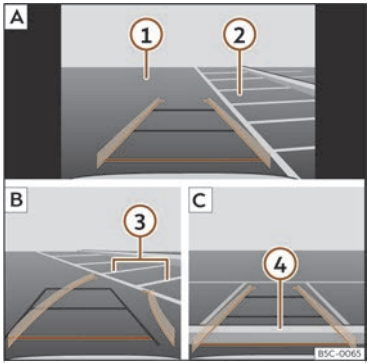

Fig. 166 Display on the infotainment system display: parking with reverse assist.
Key to >>> **Fig. 166**:
- Stop the vehicle in front of the parking space >>> **Fig. 166** 2 A.